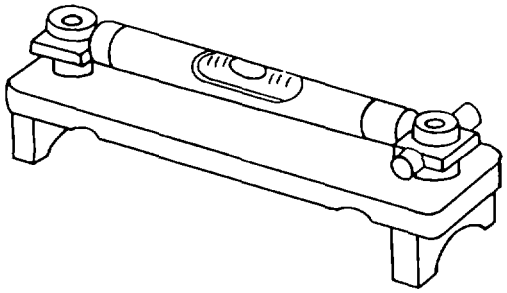

Figure 3-3. Striding Level
(3) Striding level. The striding level is a machinist's level which is mounted on a raised base. This level, shown in figure 3-3, is used to span existing cabling, piping, or similar obstructions. It is extremely useful in a machine shop for checking the true horizontal of the flatway on a lathe.